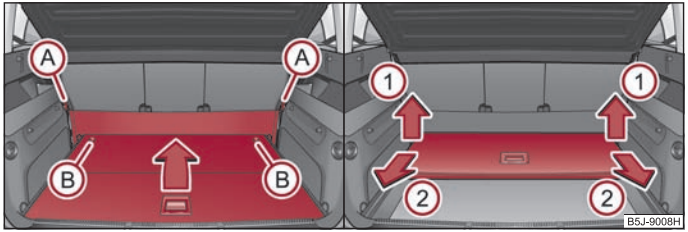

Fig. 62 Luggage compartment: Fold up variable loading floor / remove
- Unhook the loops (A) ⇒ fig. 62 of the elastic partition out of the fixing points.
- Unlock the variable loading floor by turning the locking bolts (B) by approx. 180° to the left ⇒ fig. 62.
- Lift up the variable loading floor in direction of arrow (1) ⇒ fig. 62 and take out the loading floor by pulling in direction of arrow (2) ⇒ fig. 62.
- Lock the variable loading floor by turning the locking bolts (B) ⇒ fig. 62 by approx. 180° to the right.